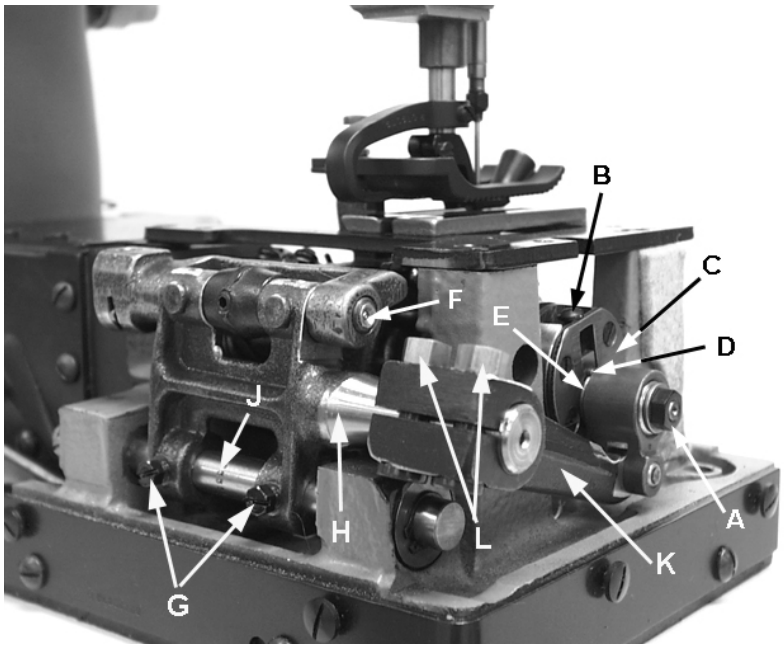

Fig 12
Right to left adjustment can be made by loosening screws (G, Fig. 12) and slightly move feed rocker (H) on feed rocker shaft (J) as required, then retighten screws. Check to ensure that feed rocker arm (K) does not bind after adjustment.
Forward or rearward centering of feed dog can be accomplished by loosening nuts (L, Fig. 12), move feed rocker (H) as required and retighten nut.
Set the stitch to required length.This is accomplished by loosening lock nut (A, Fig.12) 1/2 turn, (it has a left hand thread) on the end of the stitch regulating stud and turning stitch adjusting screw (B) located under the left end of the cloth plate in the head of the mainshaft (C), which is marked with "L" and "S". Turning the screw in a clockwise direction shortens the stitch (moves stitch regulating stud toward the "S") and turning it in a counterclockwise direction lengthens the stitch (moves stitch regulator stud toward the "L"). Retighten the lock nut securely. To prevent destructive damage to the feed drive bearing, key screw (D) must engage the "U" shaped key slot in ferrule (E).
Grease fittings have been added to both ends of feed bar shaft (F, Fig 12). It is advisable to add #2 bearing grease at these points every month using grease gun AS60-187. A can of grease can be ordered under part number GR18.